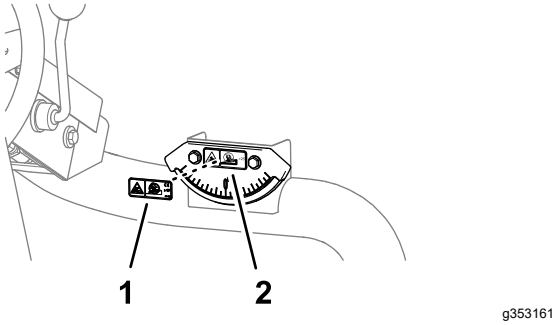

Figuur 39
1. Veeg de kantelsticker op de hellingshoekindicator schoon met alcohol en laat de sticker drogen (Figuur 39).
2. Verwijder de rug en breng de CE-sticker betreffende kantelgevaar aan over de kantelsticker op de hellingshoekindicator (Figuur 39).